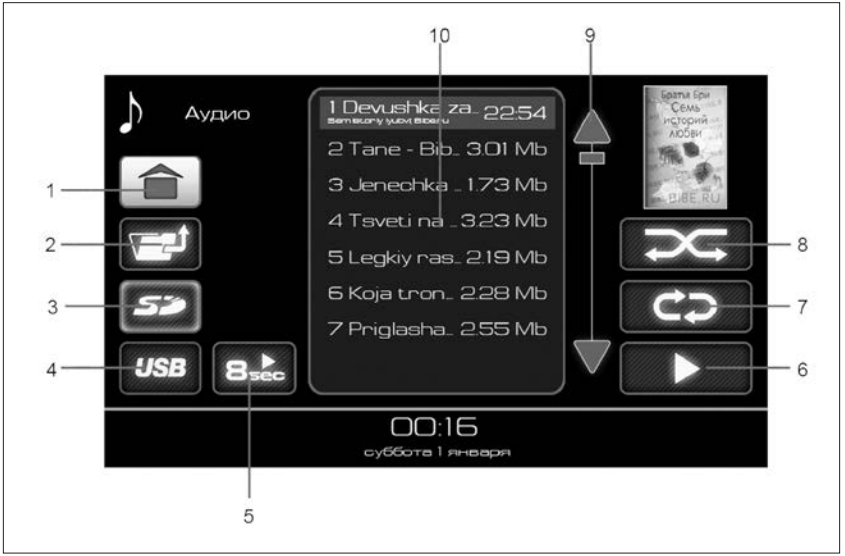

Рис. 56. Окно списка аудиофайлов
Доступные для воспроизведения аудиофайлы и папки отображаются в списке (10) на рис. 56. Двойное нажатие на изображение папки
отобразит список аудиофайлов в этой папке. Для выхода из папки нужно нажать кнопку **1** (рис. 56).
– двойное нажатие на выбранный аудиофайл позволяет воспроизвести именно его, при этом доступна кнопка включения режима повторного воспроизведения (кнопка **7**, рис. 56).
– нажатие на кнопку воспроизведения аудиофайлов (кнопка **6**, рис. 56) позволяет воспроизвести все аудиофайлы, находящиеся в списке (10) (рис. 56).
– выбор папки одиночным нажатием на изображении папки, в списке (10), а затем нажатие кнопки воспроизведения аудиофайлов (кнопка **6**, рис. 56), позволяет воспроизвести все аудиофайлы, находящиеся в выбранной папке и ее подпапках.